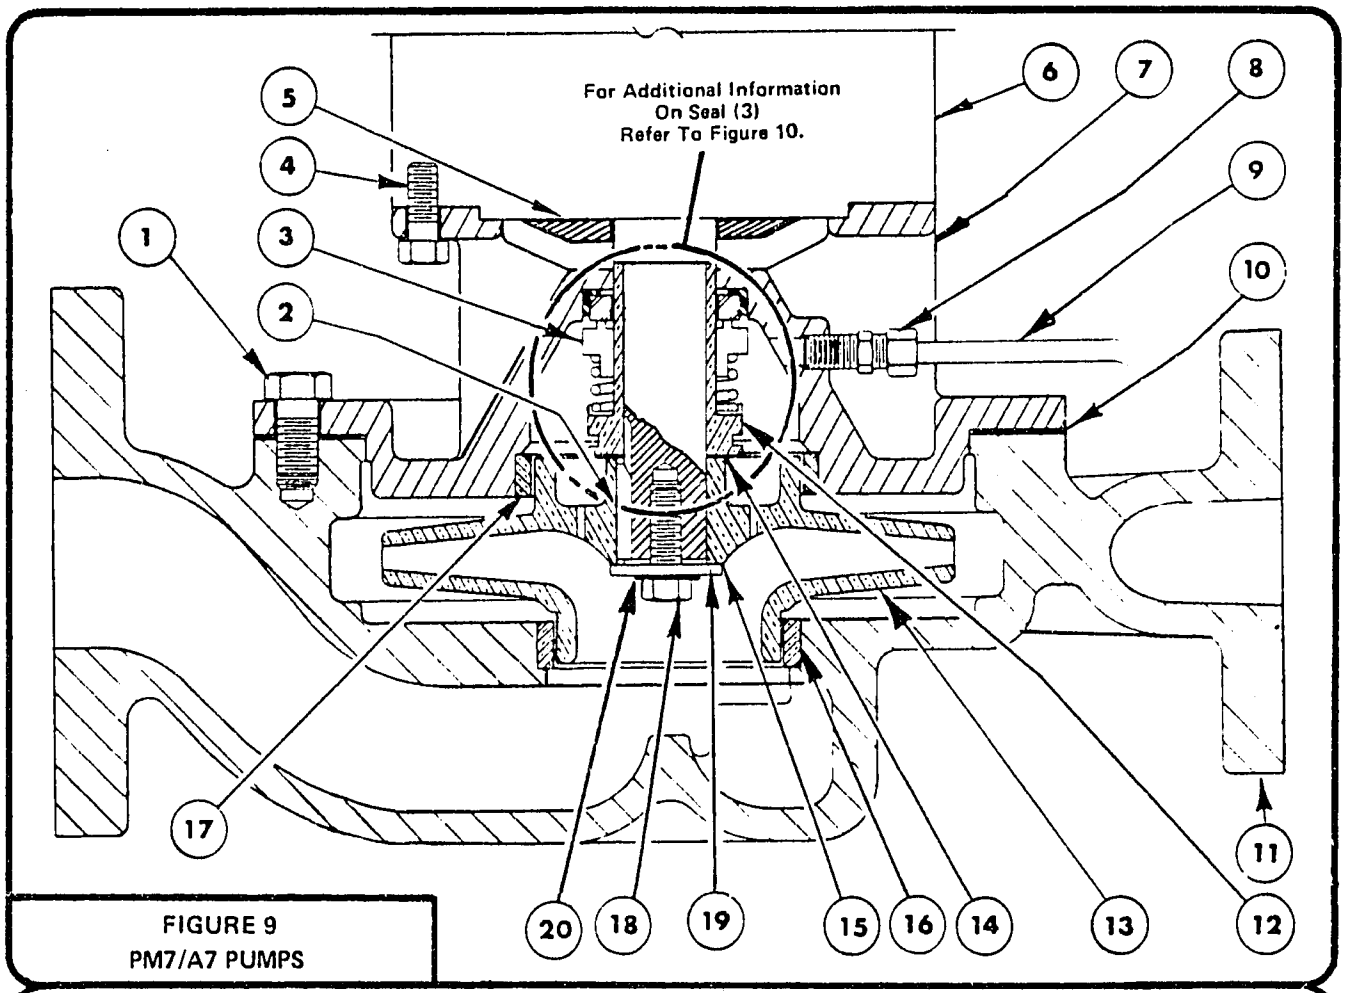

FIGURE 9
16. Brush both sides of gasket (5) with Teflon paste and position it on the sleeve (11).
17. Insert key (4) in keyway and replace the impeller (2) on shaft.
18. Place a small amount of Teflon paste on flat side of impeller nut (3) and replace it on the shaft. Turn the impeller to check its alignment.
19. Replace the gasket (6) and assemble the pump head (8) to the pump case (1) using 12 hex head cap screws (13).
C. A7/PM7 PUMP DISASSEMBLY AND ASSEMBLY (Ref. Fig. 9 & 10) WITH JM FRAME MOTOR
3. (PM7 Only). Remove the seal flush piping line (8 & 9) connected between the head (7) and pump case (11).
4. Remove 8 hex head cap screws (1), holding the head (7) to the case (11) and remove motor head assembly.